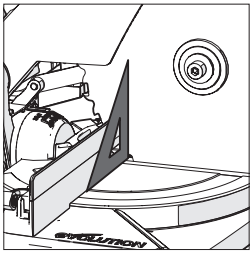

Fig. 9
- Coloque o lado mais curto do esquadro na mesa de forma a que o outro lado mais curto fique contra a lâmina (evitando as pontas dos dentes da lâmina TCT) **(Fig. 9)**.